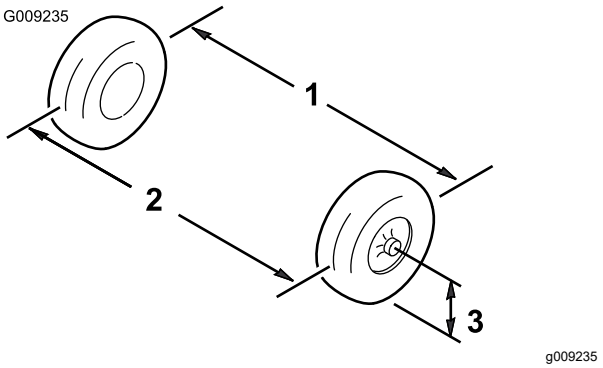

Figuur 59
3. Meet ter hoogte van de as de afstand tussen de voorwielen aan de voorkant en de achterkant van de wielen (Figuur 59).